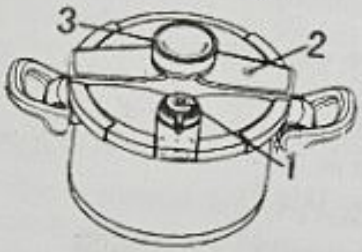

Fig. 7
※ Utilisez nos produits en toute tranquillité, nous avons conçu et équipé plusieurs dispositifs pour la sécurité. (Fig.7)
2. La mise en place de multiples dispositifs garantit le fonctionnement normal de l'auto-cuiseur. (Fig.7)